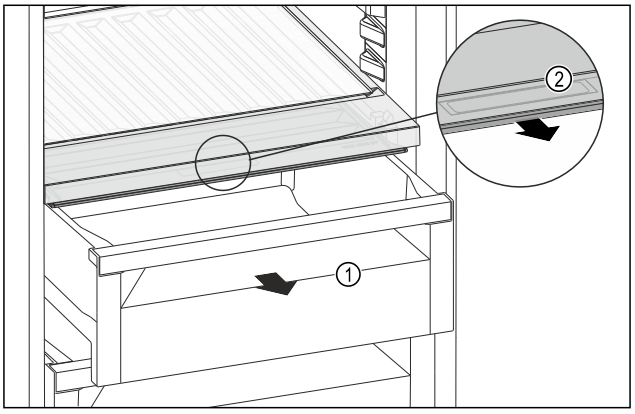

Fig. 160
- ▶ Zásuvku *Fig. 160 (1)* vytáhněte.
- ▶ Uchopte prohlubeň pro rukojeť *Fig. 160 (2)* na víku zásuvky a současně zatáhněte za víko zásuvky směrem dopředu.